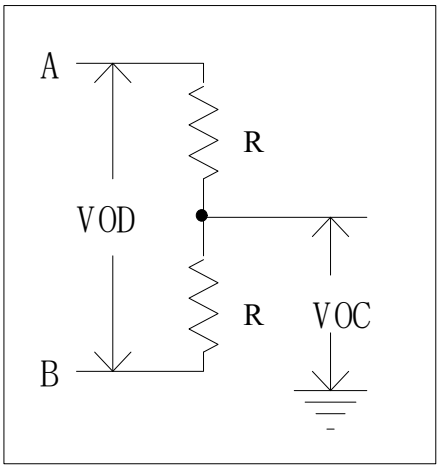

Figure 1 Driver DC Test Circuit
(1) Test circuit is shown in Figure 1